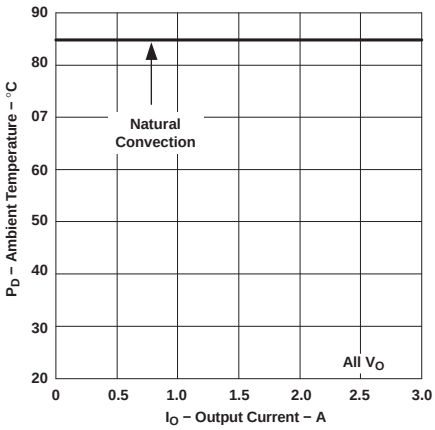

Figure 8.
(2) The temperature derating curves represent the conditions at which internal components are at or below the manufacturer's maximum operating temperatures. Derating limits apply to modules soldered directly to a 100 mm x 100 mm double-sided PCB with 2 oz. copper. Applies to Figure 8.